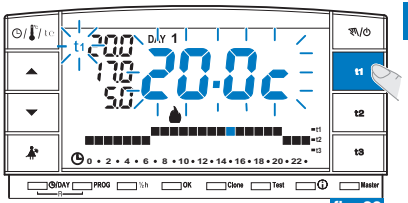

fig. 29
- Pulsar la tecla del set de temperatura que se desea limitar (**t1** o **t2**); la sigla seleccionada (**t1** o **t2**) y los dígitos centrales con la correspondiente temperatura parpadean (ejemplo en fig. 29).